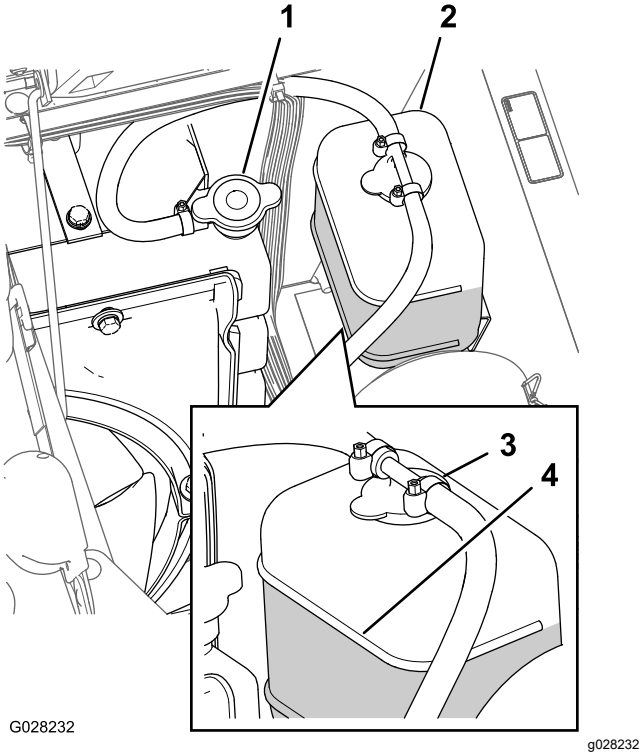

Figur 103
3. Ta försiktigt bort kylarlocket och locket på expansionstanken (Figur 103).
Obs: Kylaren ska fyllas upp till påfyllningsrörets översta del och expansionstanken ska fyllas upp till Full-markeringen på tanken (Figur 103).
5. Om kylvätskenivån är låg tar du av expansionstankens lock och kylarlocket, och fyller på expansionstanken till Full-markeringen och kylaren till påfyllningsrörets översta del (Figur 103).
6. Sätt tillbaka kylarlocket och locket till expansionstanken (Figur 103).
2. Vänta tills motorn är kall och ta sedan bort kylarlocket (Figur 103).
6. Ta bort kylarlocket (Figur 103).
8. Starta motorn med locket löst på kylaren (Figur 103).
10. När kylvätskan har värmts upp ska du se till att den når upp till lockets tätningsyta och sedan skruva åt locket (Figur 103).
11. Öppna expansionstankens lock och fyll tanken med kylvätska till läget Cold (Figur 103).